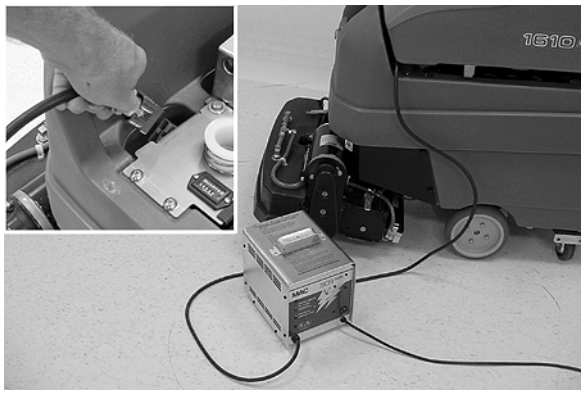

FIG. 29
6. Recharge the batteries (Figure 29). See CHARGING BATTERIES.